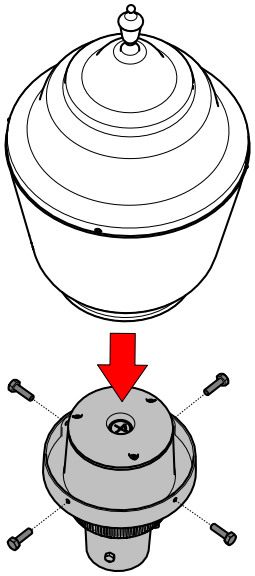

Figure 5
5. Place the assembled globe into the groove of the housing base and secure with the four (4) hex bolts provided [**Figure 5**].